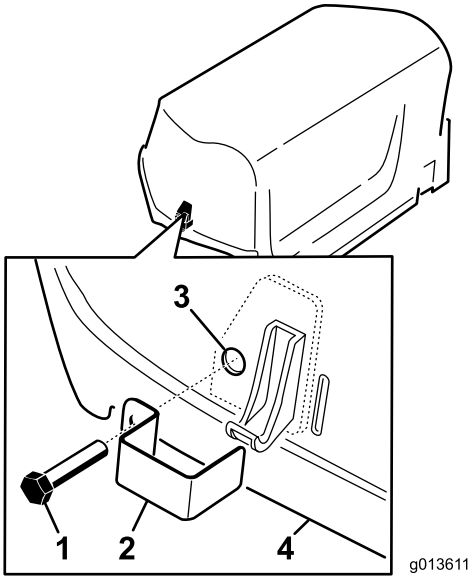

Figuur 7
1. Bevestig een sluitvergrendeling over de linker- en rechtermotorkapvergrendelingen met een tapbout (twee in totaal) (Figuur 7).
2. Gebruik een tang of een verstelbare steeksleutel en draai een interne borgring op elke bout (1 tot 2 schroefdraden) om de bouten te bevestigen (Figuur 7).